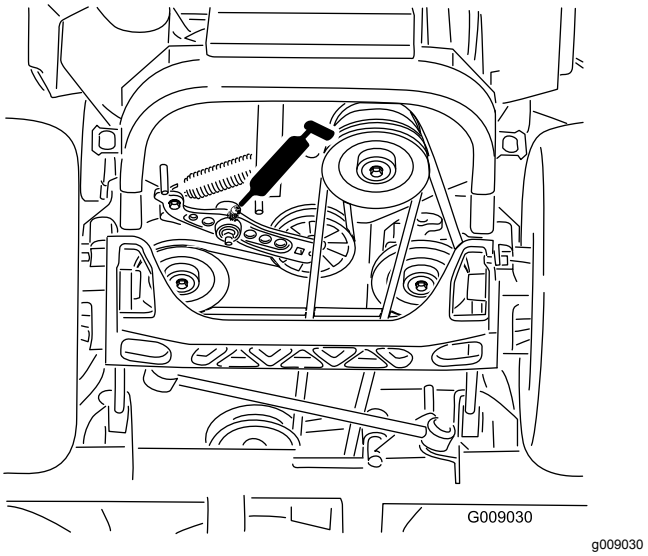

Figur 49
6. Smörj drivremmens mellandrevsarm (Figur 49).